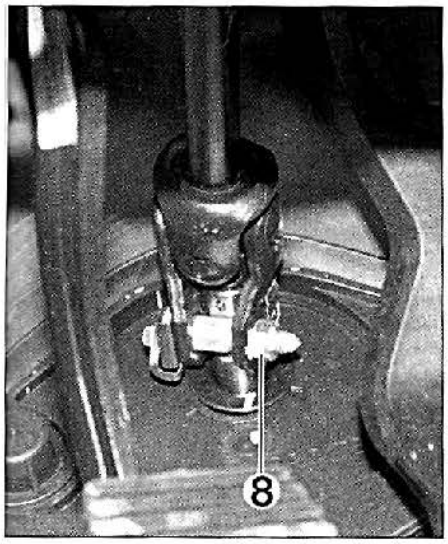

FIG. 6
-el perno (8) **(fig. 6)**,
• Desmontar el perno de fijación (8) del cardan de acoplamiento columna/válvula distribuidora **(fig. 6).**